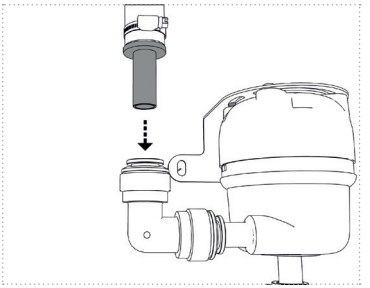

Abbildung 12a
5. Führen Sie nun die Schläuche bis zum Anschlag direkt in die Wasseranschlüsse der UV-Einheit (*Abbildung 12a und 12b*).